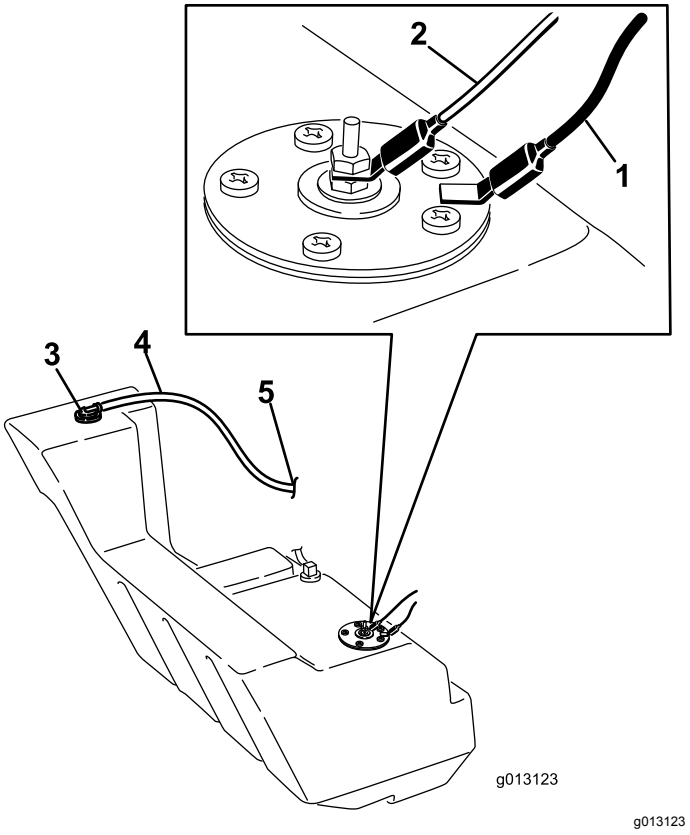

Figur 66
12. Koppla loss de båda ledningarna som går till tankens högra sida (Figur 66).
21. På höger sida av tanken ansluter du den orange ledningen till mittstolpen och den svarta ledningen till den yttre stolpen (Figur 66).